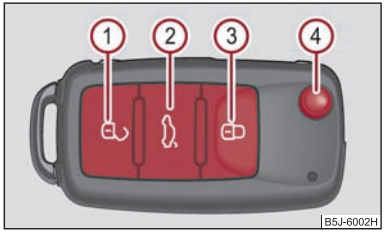

Fig. 30 Remote control key
– Press the button (1) ⇒ fig. 30 for about 1 second.
– Press button (2) for about 1 second ⇒ fig. 30.